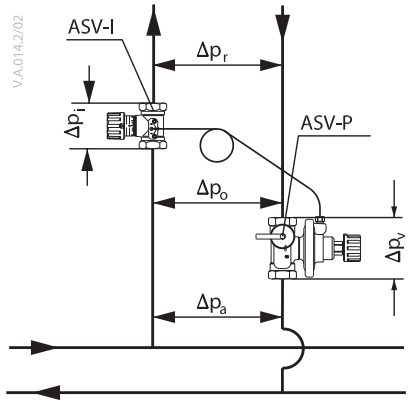

*Fig. 2 Setting of ASV-P = Δpriser + $\Delta p_i$*
- partner valve inside control loop (Fig. 2). Offers flow limitation on the riser however part of the controlled pressure range is used by pressure drop on partner valve ($\Delta p_i$). It is recommended when flow limitation on each terminal units is not possible.